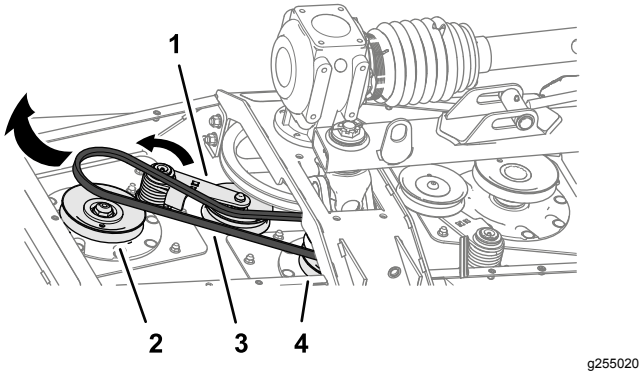

Figur 60
3. Bruk et brekkjern eller lignende verktøy for dreie remstrammeren for den korte remmen om mot klokken og ta remmen av remstrammeskiven (Figur 60).